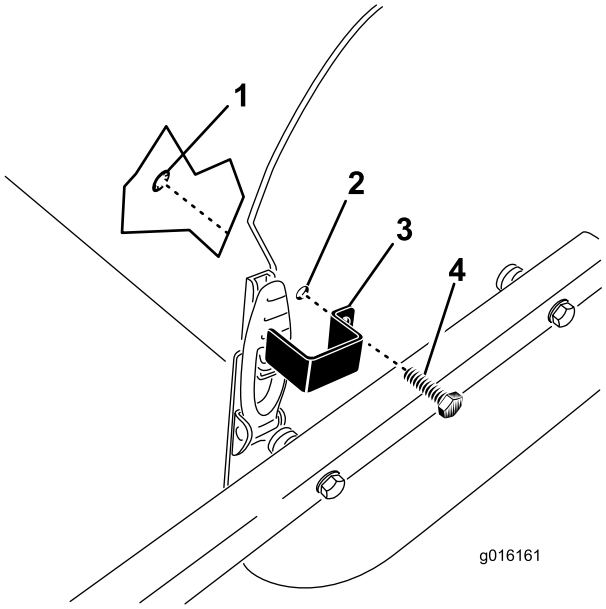

Figur 30
1. Plasser låseplaten over panserlåsen mens du stiller inn monteringshullet med hullet i sideplaten (Figur 30).
2. Fest låseplaten til sideplaten med en trykkbolt og låsering (Figur 30).